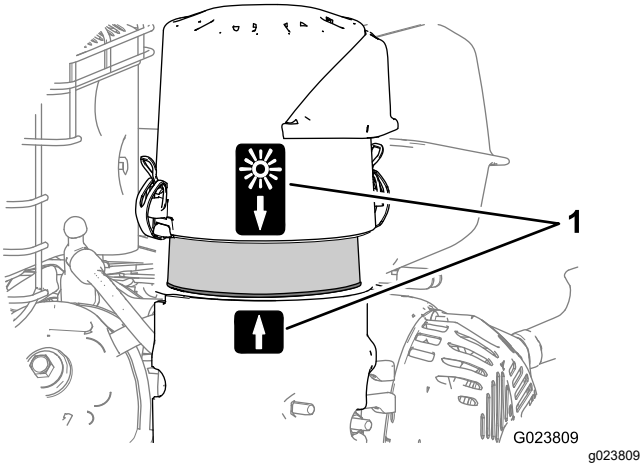

Figure 26
8. Alignez la flèche sur le couvercle du filtre à air et la flèche sur la base (Figure 26).